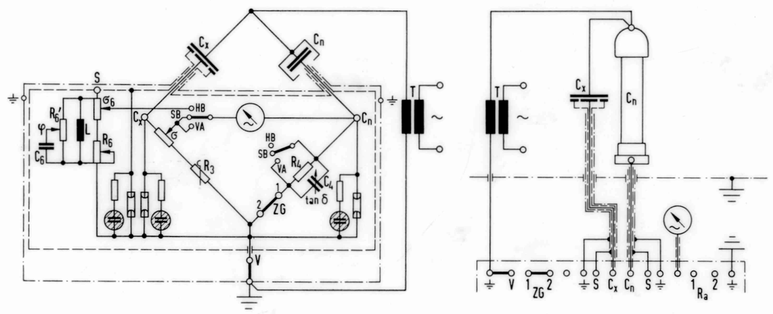

Bild 1
1.4.2. Hilfsbrücke mit den Drehknöpfen GROB — MITTEL — FEIN und φ abgleichen (Abgleich mit R_6, σ_6, R_6' in Bild 1).
Auswertung wie im Abschnitt 1.3. bei Anschluß nach Bild 1,